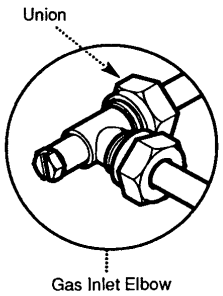

Fig. 48
2. Undo the gas supply at the disconnecting union. If necessary remove any pipework between the union and inlet elbow (Fig. 48).